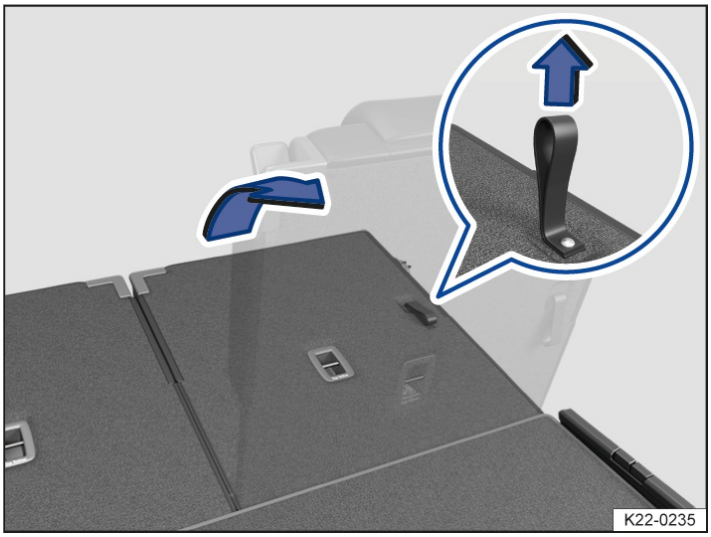

Fig. 2 Third row seat: folding the rear seat back.
3. To fold the rear seat backrest back, pull on the loop on the rear seat backrest → *fig. 2*.